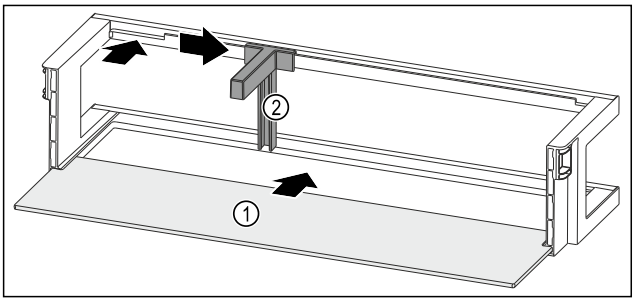

Fig. 152 Raft montat pe ușă cu raft
▶ Împingeți în interior raftul *Fig. 152 (1)* în degajările laterale.
▶ Introduceți suportul pentru sticle *Fig. 152 (2)* în degajare.
▶ Împingeți în lateral suportul pentru sticle *Fig. 152 (2)* în poziția dorită.